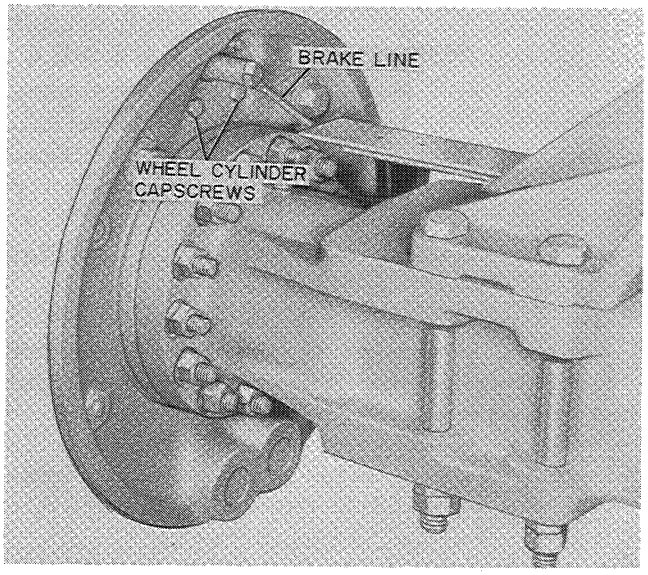

Figure W 52
With the wheel cylinder assembled it can then be reinstalled onto the backing plate as shown in Figure W-52.
1. Holding the wheel cylinder in place on the backing plate, install the two mounting capscrews, Figure W-52.
2. Then connect the power brake line to the wheel cylinder, Figure W-52.